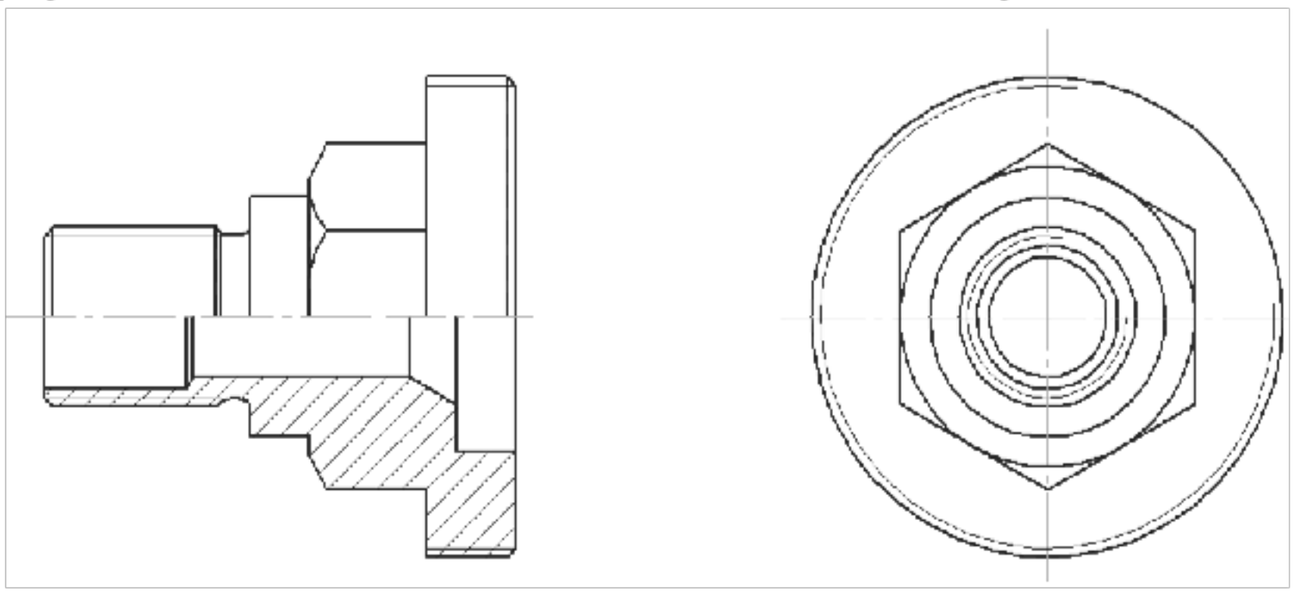

Рисунок 41
3. Сверху выполняются линии внешнего вида, снизу выполняется разрез, рисунок 41